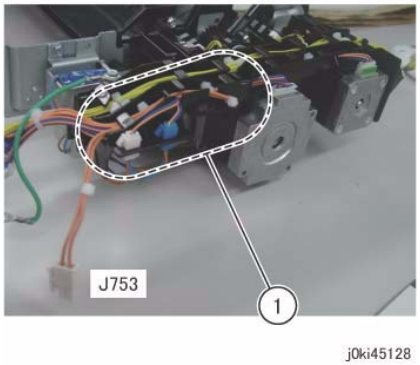

Figure 2 Remove the wire harness from the Harness Guide
11. Remove the wire harness from the Harness Guide. (Figure 2)